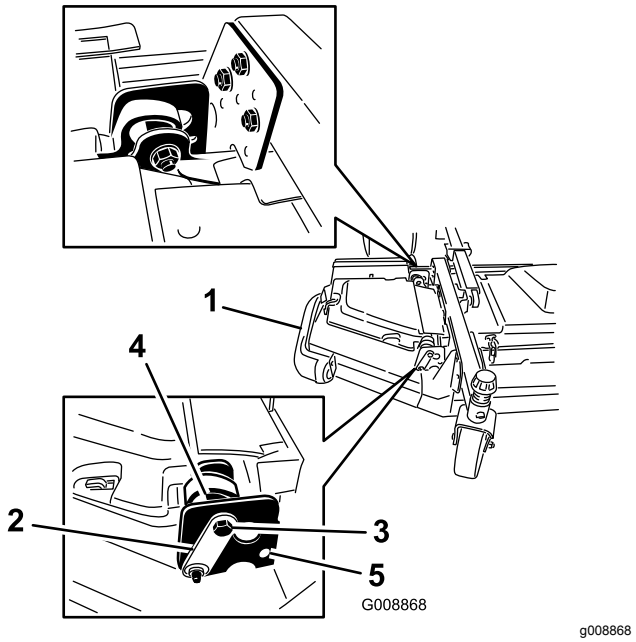

Bild 4
4. Setzen Sie die vordere und hintere Anschlagschraube zwischen die oberen Befestigungslöcher und die Ekzenter ein (Bild 4).